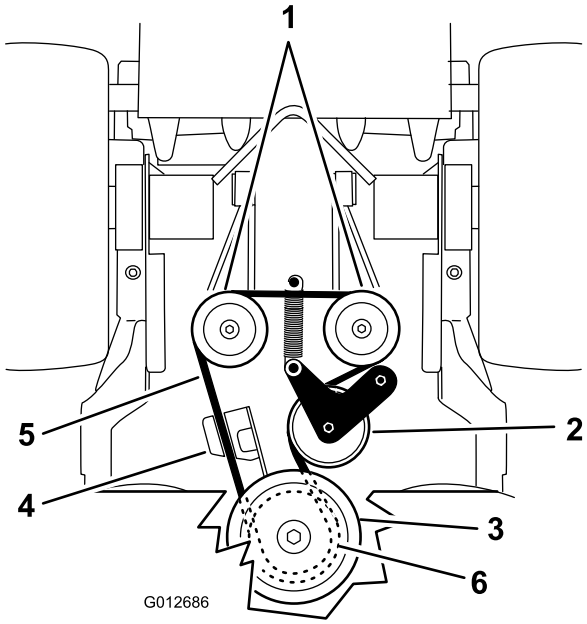

Figur 68
5. Hekt fjæren av rammen (Figur 68).
7. Monter lederullfjæren på rammen (Figur 68).